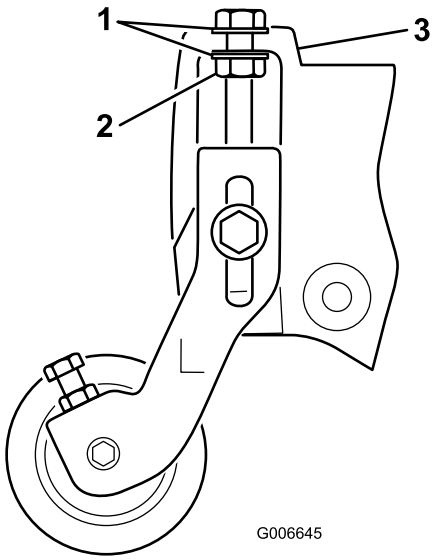

Figure 21
Remarque: Les rondelles des boulons de réglage de la hauteur de coupe doivent se trouver de chaque côté du rebord de la plaque latérale (Figure 21).
17. Serrez le contre-écrou du boulon de réglage de la hauteur de coupe jusqu'à ce que les rondelles touchent le rebord de la plaque latérale, puis desserrez l'écrou d'un demi-tour (Figure 21).